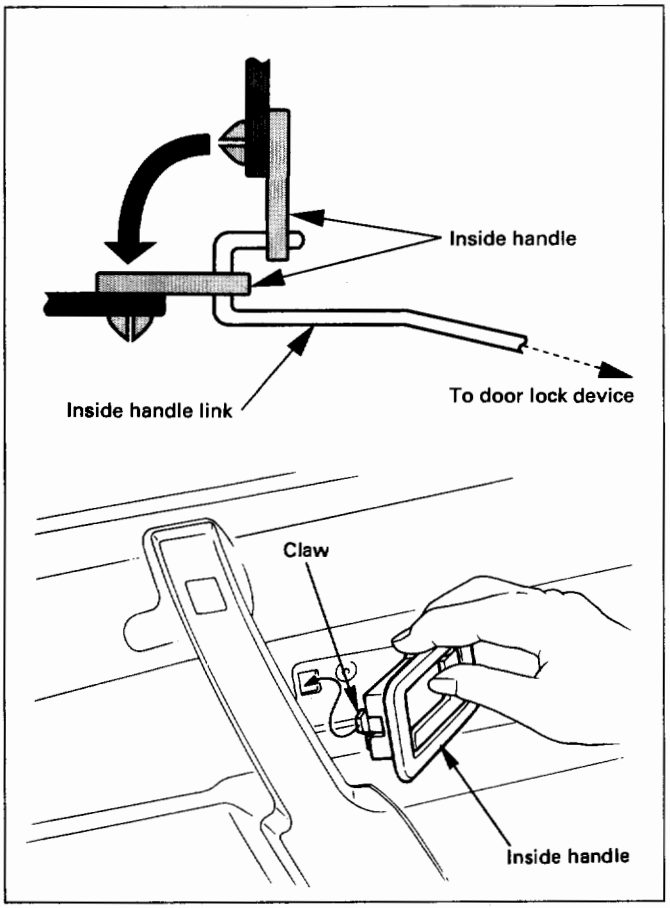

Fig. 10-47
3. Put back the inside handle to the original position of the ink. Fit the claw of the inside handle securely into the hole of the door panel and fix the handle with the screw. (Fig. 10-47)